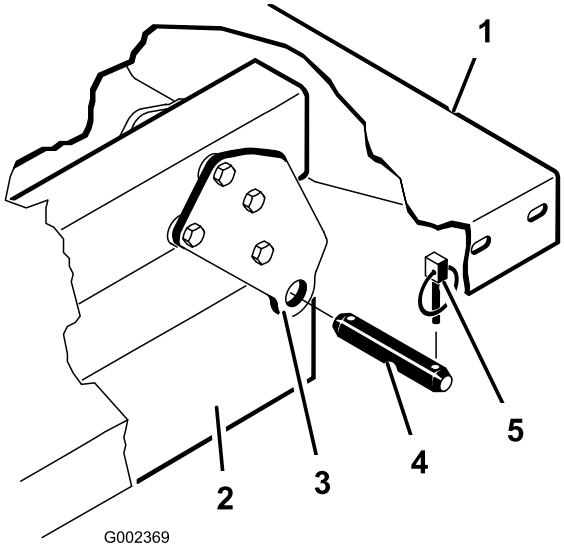

Figur 4
3. Afmonter de gaffelbolte, der fastholder cylinderstangens ender til ladmonteringspladerne, ved at skubbe boltene indad (Figur 4).
4. Afmonter de ringstifter og gaffelbolte, der fastholder aksebeslagene på stelkanalerne (Figur 4)